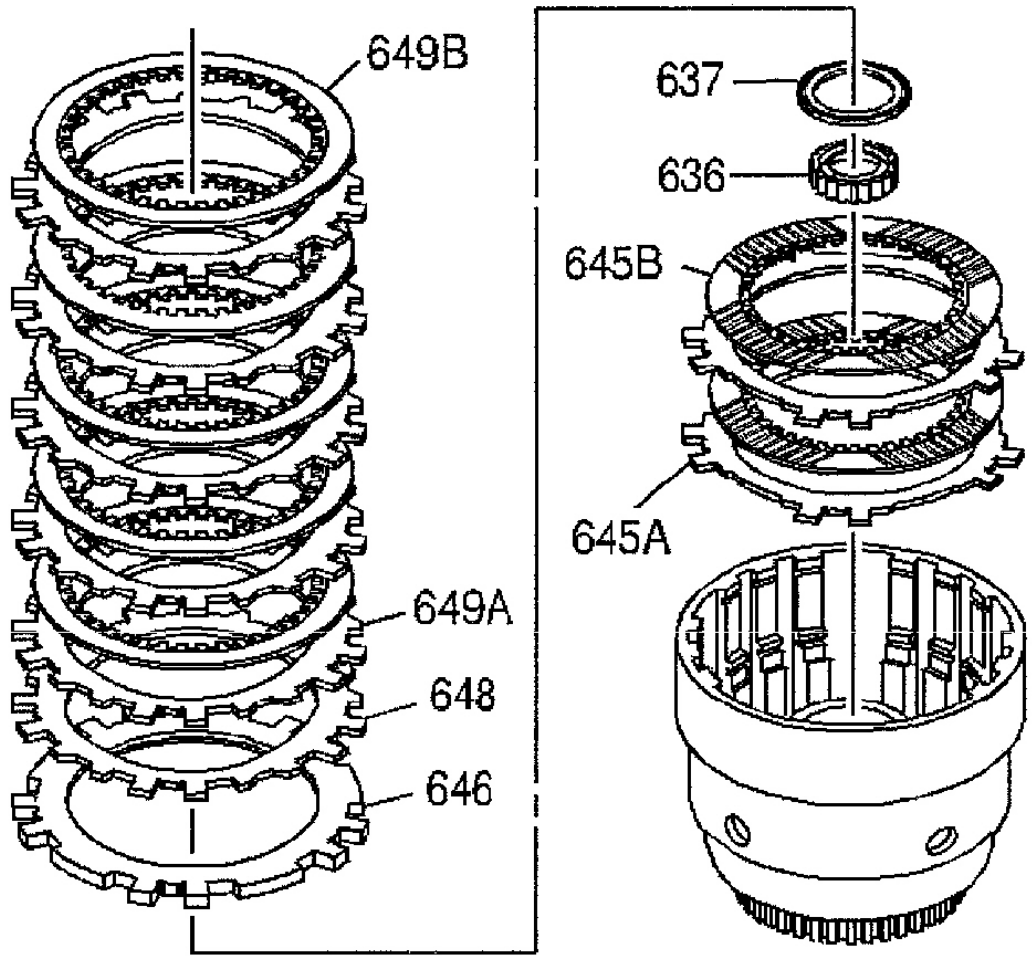

Fig. 41: Removing Forward And Overrun Clutch Plates
3. Remove all forward clutch plates (646, 648, 649A, 649B). Remove the input sun gear bearing assembly (637). Remove the input housing to output shaft seal (636). Remove all overrun clutch plates (645A, 645B). See **Fig. 41** .